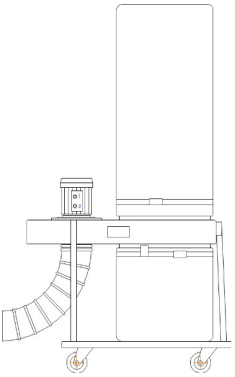

Рис. 2
– УВП-2000К - на основании с 4-я колесными опорами, рис. 2;